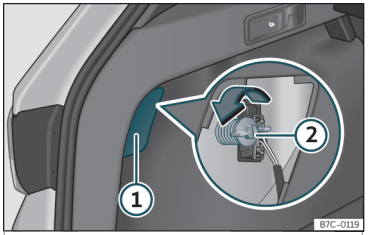

Fig. 47 Maletero: acceso al tornillo de fijación de la unidad de luz trasera.
– Retire la tapa haciendo palanca con el lado plano de un destornillador en el rebaje ››› **fig. 47** ①.
– Desenrosque con la mano o con ayuda de un destornillador el tornillo de fijación del piloto ››› **fig. 47** ②.